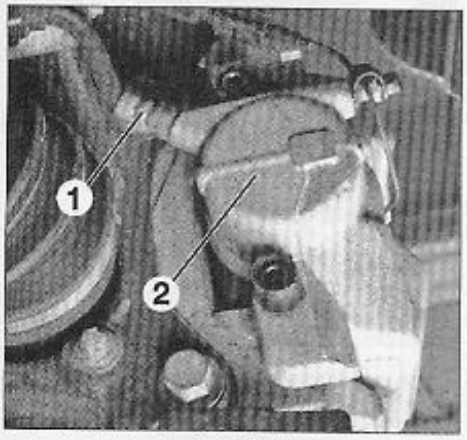

FIG. 5
• Desserrer le flexible de frein (1) de l'étrier (2) (Fig.5).